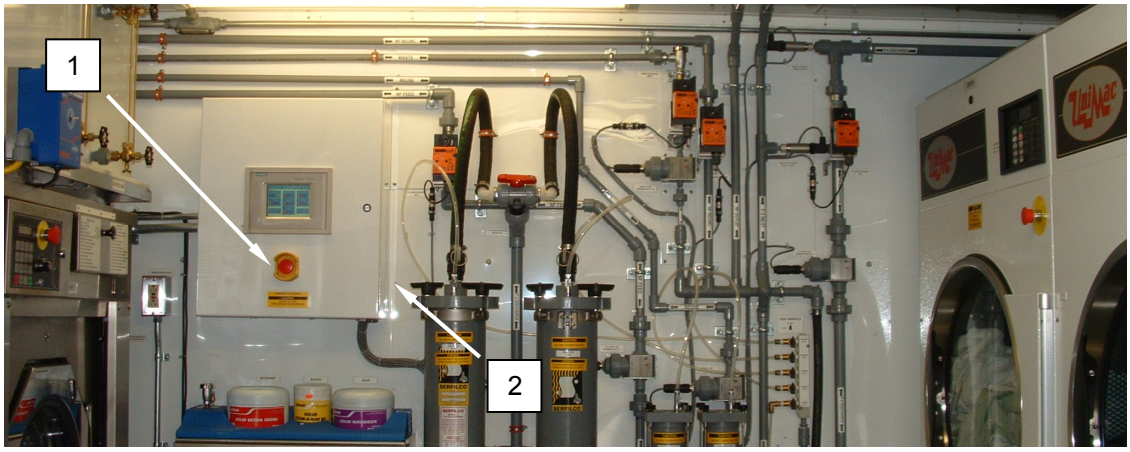

Figure 16. CBL Shut Down Procedure during NBC Imminent or Actual Attack.
1. Push emergency stop button **(Figure 16, Item 1)** on PLC control box **(Figure 16, Item 2).**